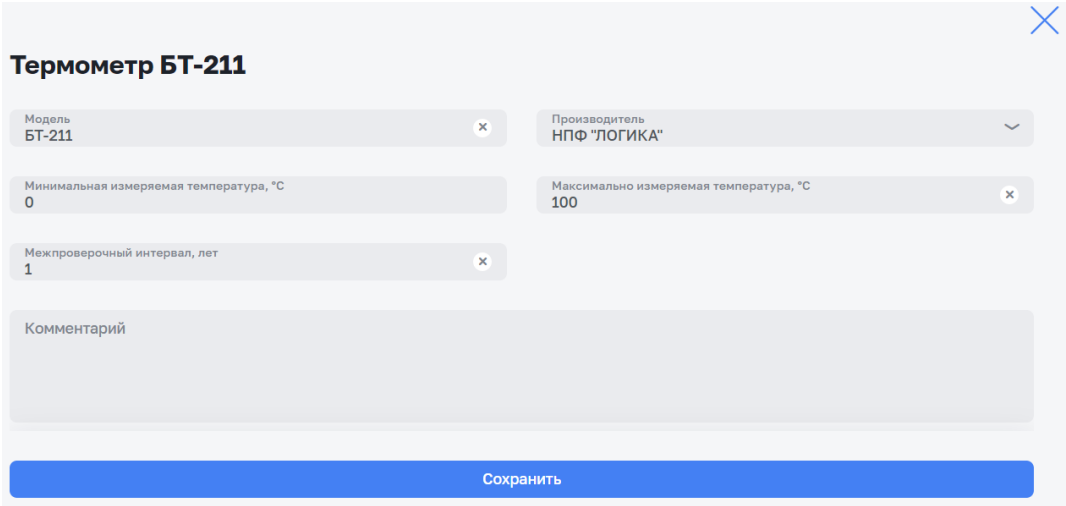

Рисунок 65 – Окно редактирования КИП
– редактирования (см. Рисунок 65);
Кнопка дублирования позволяет добавить новый КИП с параметрами дублируемого. При дублировании открывается окно редактирования (см. Рисунок 65) для внесения изменения в добавляемый КИП.